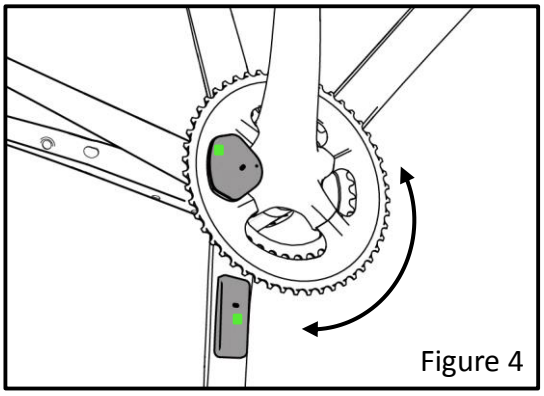

Figure 4
Step 4: Wake up the Giant Power Pro, as shown figure 4.